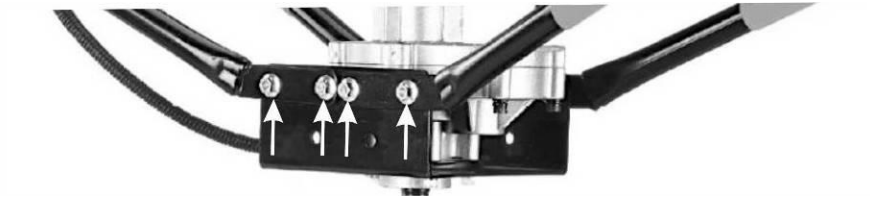

Рис. 2. Установка ручек на мотобур.
1. Установите рукоятки и закрепите их болтами и гайками. (рис. 2)